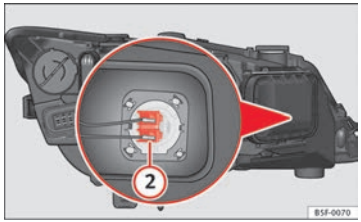

Fig. 145 Main beam bulb
- Slide connector ⇒ Fig. 145 (2) to the left or right and pull.